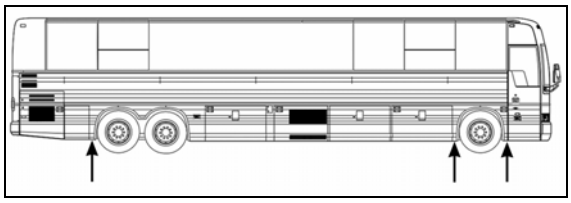

FIGURE 3: JACKING POINTS ON FRAME 11020
1. Raise vehicle by its jacking points on the body (fig. 3 or see Section 18, *"BODY"* under heading *"VEHICLE JACKING POINTS").* Place jack stands under frame. Remove drive axle wheels (if required, refer to Section 13, *"WHEELS, HUBS AND TIRES".*